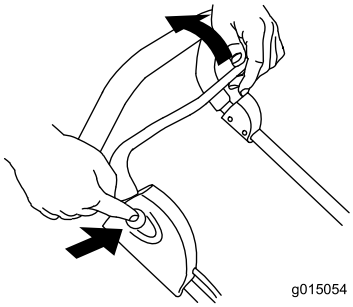

**Figur 10**
4. Håll in knappen och dra samtidigt styrstången mot handtaget (Figur 10).